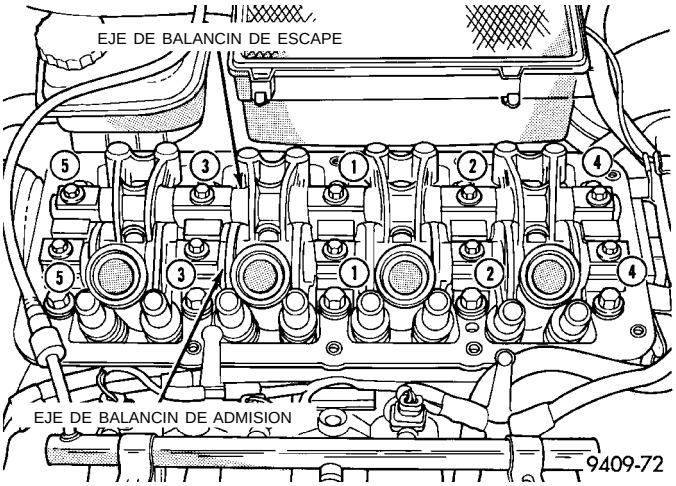

Fig. 28 Secuencia de ajuste del eje de balancín
(3) Apriete los pernos con una torsión de 23 N·m (200 lbs. pulg.) en la secuencia que se muestra en la (Fig. 28).